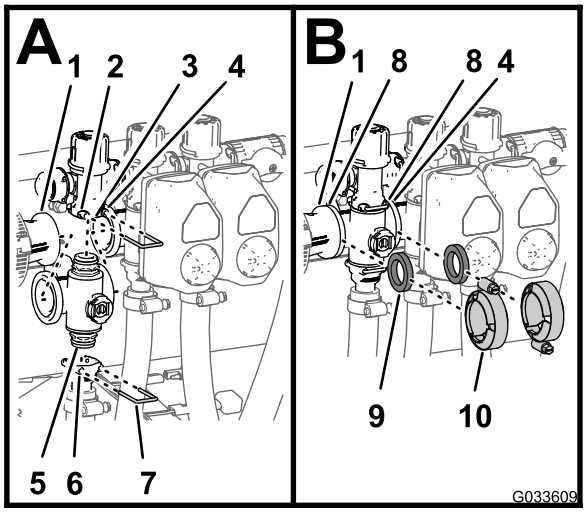

Figur 131
1. Sett den øvre kappkoblingen på manifoldventilen inn i omløpskoblingen (Figur 131 A).
2. Fest kappkoblingen til omløpskoblingen ved å sette en holder i sokkelen på omløpskoblingen (Figur 131 A).
3. Fest uttaksnippelen på den nedre kappkoblingen på manifoldventilen (Figur 131 A).